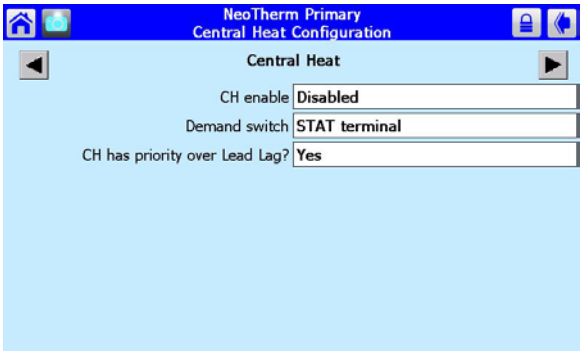

Fig. 96 - Central Heat Configuration
4. Fig. 96 shows the setup screen.